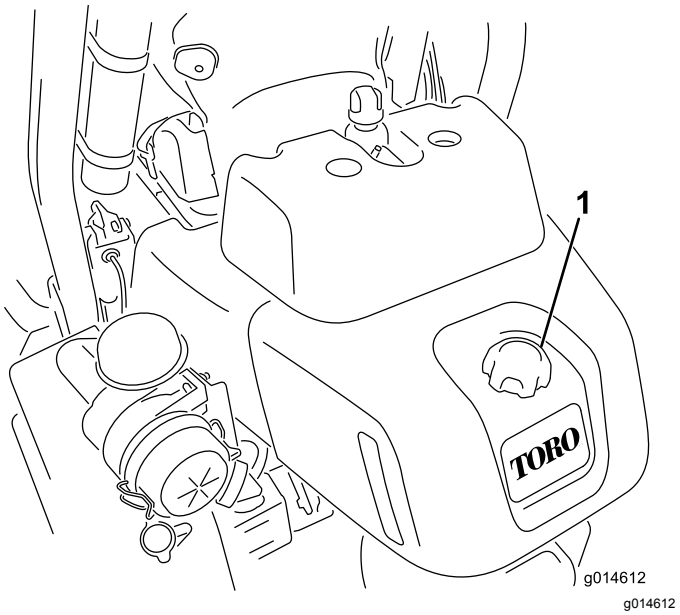

Figuur 22
1. Reinig het gebied rond de dop van de brandstoftank (Figuur 22).